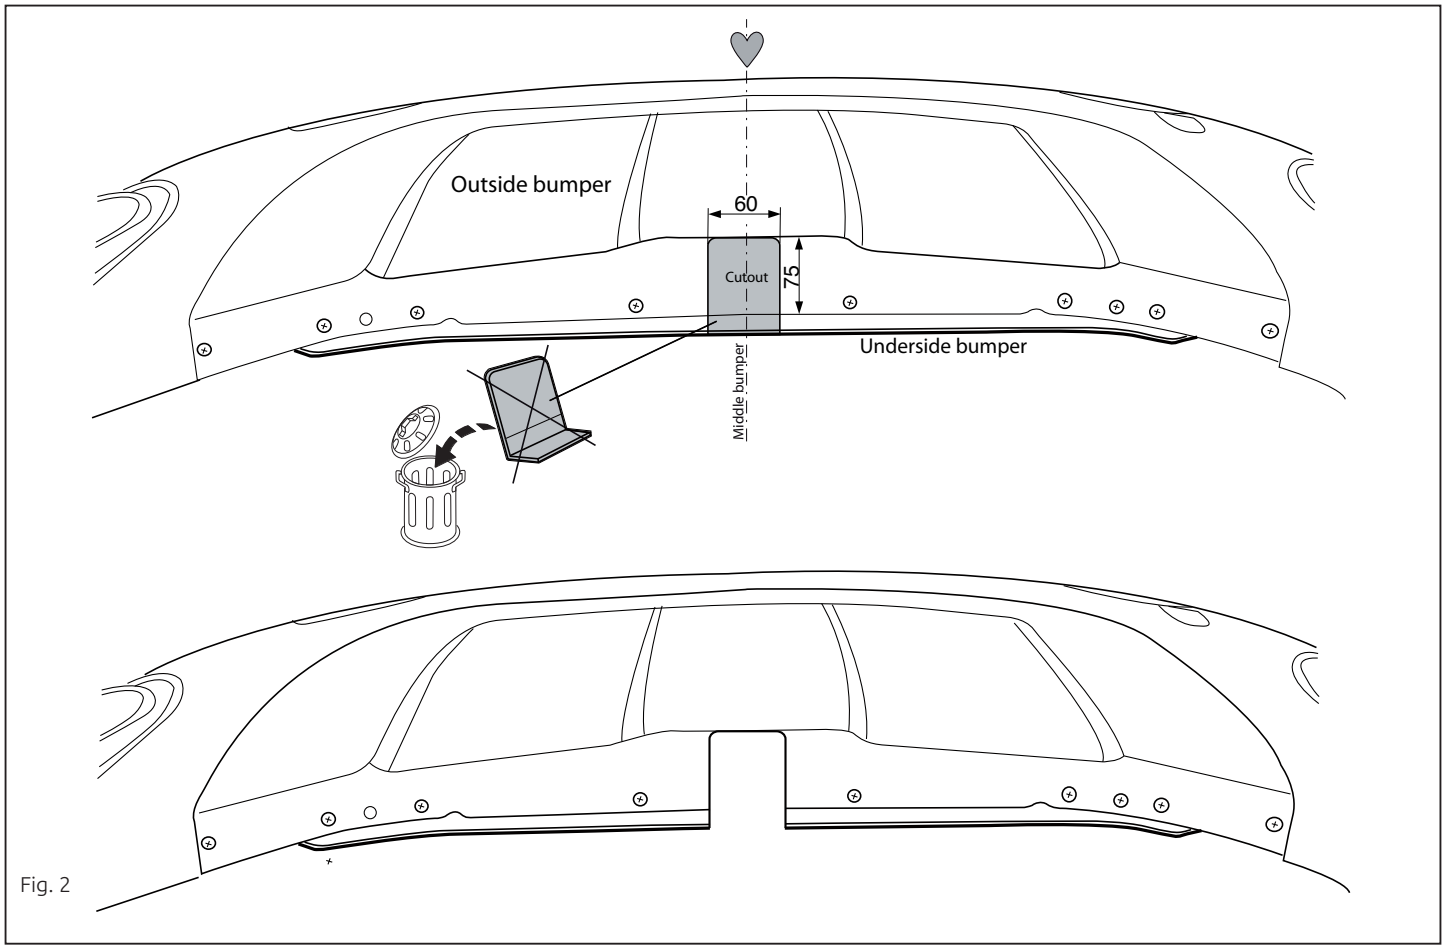

Fig. 2
2. Saw out the portions as indicated in fig. 2.
2. Gemäß Abb. 2 die angegebenen Teile heraussägen.
2. Выпилить обозначенные части, как указано на рис. 2.